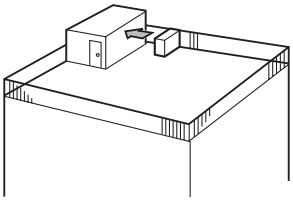

Fig. 2-4
① Posizionare la bocca di uscita dell'aria verso la parete più vicina, mantenendola a circa 50 cm di distanza dalla parete. (Fig. 2-4)